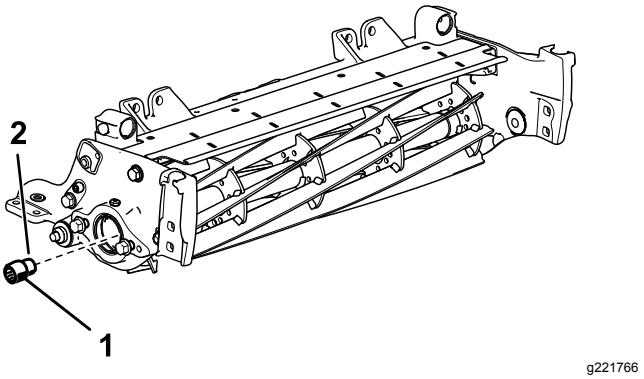

Rysunek 4
8. Nałóż środek do zabezpieczania gwintów o średniej mocy (np. Niebieski Loctite® 243) na gwinty nowej, dłuższej wkładki wielowpustowej (Rysunek 4) i zamocuj ją do wału wirnika tylko po stronie silnika wirnika. Dokręć wkładkę z momentem od 115 do 128 N·m.